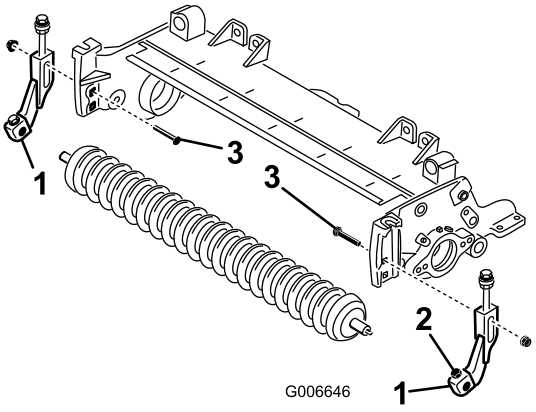

Figur 20
15. Montera de nya högra och vänstra klipphöjdsfästena löst på den befintliga främre rullen med nya 5/16 x 1 1/8 tums huvudskruvar och 5/16 tums låsmuttrar med fläns. Placera klipphöjdsfästena så som det visas i figur Figur 20.
16. Montera klipphöjdsfästena löst i de övre fyrkantiga hålen i klippenhetens sidoplåtar med de vagnsbultar som tidigare togs bort och de nya 3/8 tums flänsmuttrarna, så som det visas i figur Figur 20.
18. Placera rullen i mitten mellan klipphöjdsfästena och lås den på plats med huvudskruvarna och låsmuttrarna på fästena (Figur 20).